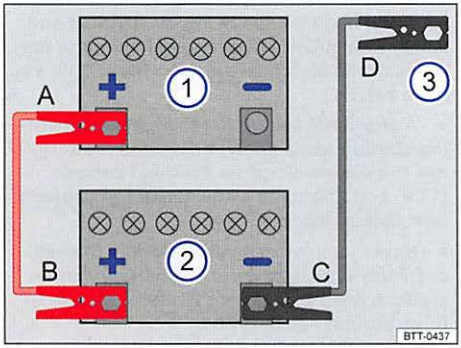

Fig. 178 Diagram for attaching the jumper cables: Dead battery ① and booster battery ②.
- Attach one end of the *red* jumper cable to the **positive terminal** ⇒ fig. 178 ⊕ of the dead battery: Battery ① ⇒ ⚠.
- Attach the other end of the *red* jumper cable to the **positive terminal** ⊕ of the good battery (booster battery): Battery ②.
- Attach one end of the *black* jumper cable to the **negative terminal** ⊖ of the booster battery: Battery ② ⇒ fig. 178.
- Attach the other end of the *black* jumper cable ③ to a **bare metal part of the vehicle with the dead battery**. This part should be connected directly to the engine block. You may also attach the cable to the engine block itself. Attach the clamp to a point that is as far away as possible from the dead battery: Battery ① ⇒ ⚠.